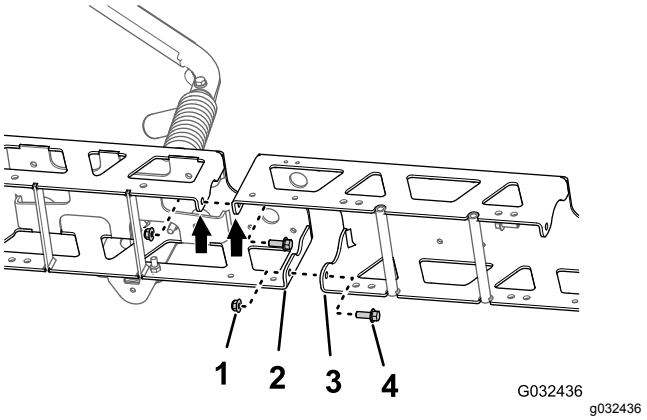

**Figur 76**
1. Ret hullerne i de lodrette flanger på midterbomforlængeren ind efter hullerne på afstiverstellet (Figur 76).
2. Monter midterbomforlængeren løst på afstiverstellet (Figur 76) med de 2 flangehovedbolte (3/8 x 1 tomme) og 2 flangelåsemøtrikker (3/8 tomme), du afmonterede i trin 1 i Adskillelse af midterbomsektionens afstivere (side 33).
3. Juster hullerne i de lodrette flanger på den midterbomforlængeren efter hullerne i det andet afstiverstel (Figur 76).
4. Monter midterbomforlængeren løst på det andet afstiverstel (Figur 76) med de 2 flangehovedbolte (3/8 x 1 tomme) og 2 flangelåsemøtrikker (3/8 tomme) fra GeoLink-finishingsættet til sprøjtesystemet (Figur 76).